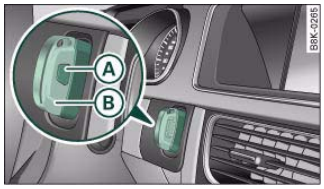

Fig. 32 Ignition lock with key
– Press the release catch (A) ⇒ *page 41*, fig. 32 using a ball-point pen or a similar object and pull the emergency key (B) out of the remote control key.